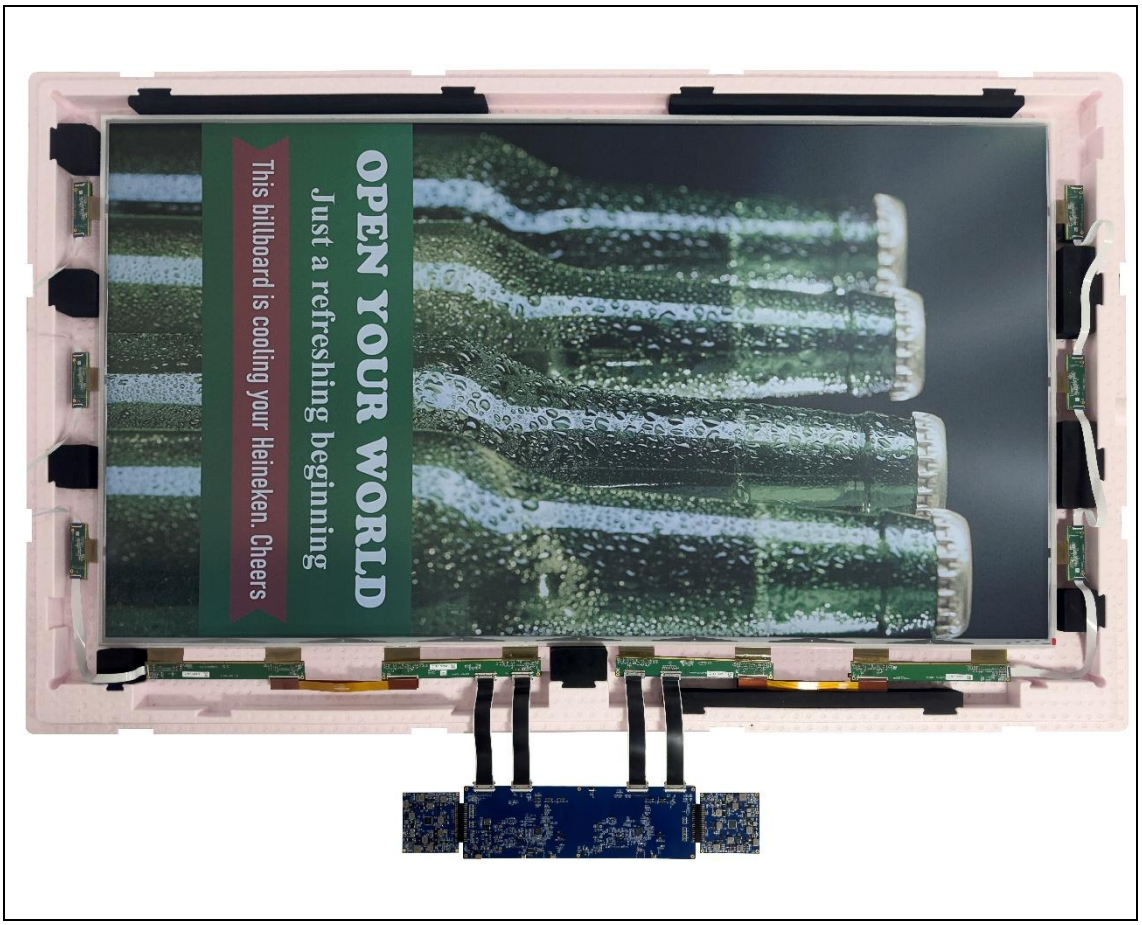

Figure 2.1
Connect the Giant evaluation board with 75” ePaper display is shown as following figure 2.1.
- Connect the 75-inch ePaper display to the 75” evaluation kit (refer to Figure 2.1)